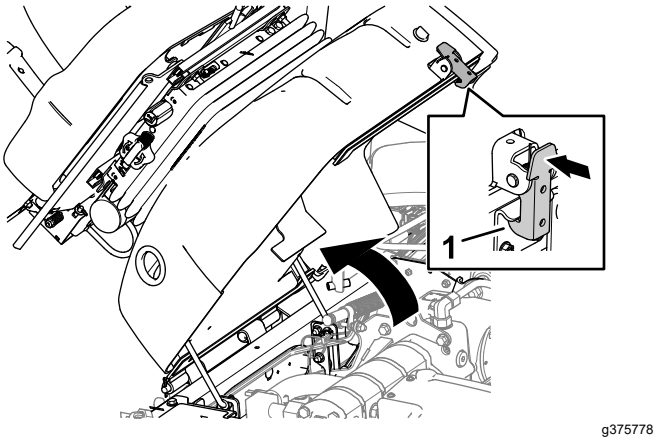

Рисунок 97
1. Переместите фиксатор сиденья наружу (Рисунок 97).